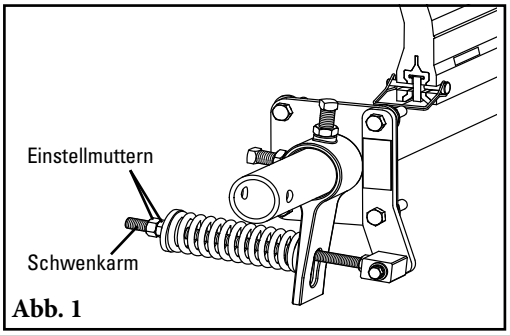

Abb. 1
1. **Die Spannung lösen.** Lösen Sie beide Stellmuttern und drehen Sie sie heraus, bis die erste bündig mit dem Ende der Gewindestange ist (Abb. 1). Dadurch wird der Druck gelöst, den das Abstreifblatt auf das Band ausübt.